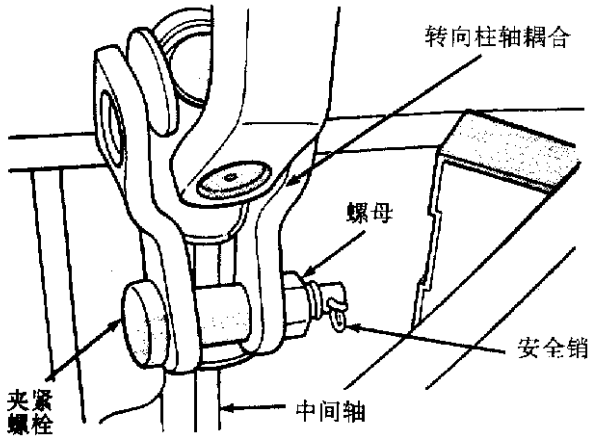

图 9－36　转向柱轴与中间联轴节的连接
(25)取下转向柱轴联轴节(图 9－36)。
(26)放松但不完全取下转向柱上下安装支架的2个螺母和垫圈(图 9－37)，然后再将它们取下。